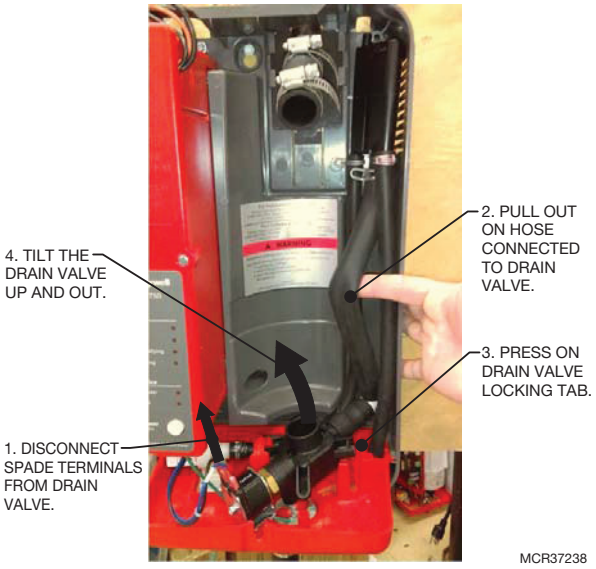

Fig. 30. Removing the drain valve.
2. Hold the hose connected to the drain valve and pull forward while at the same time pressing on the drain valve locking tab to release the valve body from its mount. See Fig. 30.